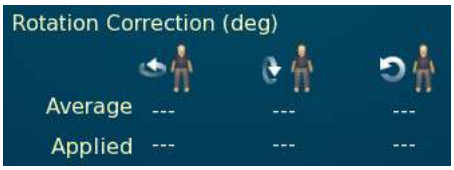

Figura 32 Painel Rotation Corrections (Correções de Rotação) na fase Delivery (Administração) do modo de rastreamento de marcas fiduciais
- ***Average*** (Média): A média dos valores rotacionais para imagens no modelo atual do Synchrony para o modo de rastreamento de marcas fiduciais e modo Xsight Spine Tracking (Rastreamento do Decúbito Ventral Xsight) (consulte a Figura 32).